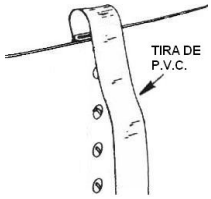

fig. 18
d) Cubra los extremos del empalme y la junta de la pared (por el interior de la piscina) además de los tornillos, con la tira de PVC para proteger el liner de la fricción con estos objetos que suelen ser la causa principal de las roturas en los liner, fig. 18. Esta tira debe de estar firmemente pegada en esta área, si es preciso, utilice cinta adhesiva o similar para sujetarla a la pared.